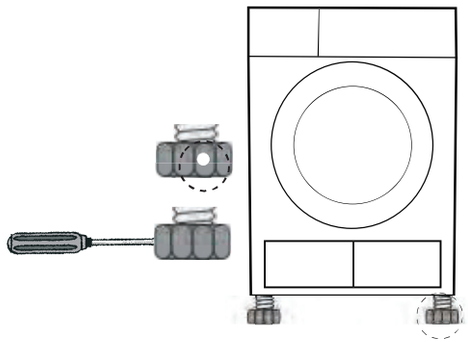

Fig1
- If the floor is obviously uneven, it needs to be adjusted. It vibrates the machine, causing machine to move from its position. Using tools to adjust the height of four machine legs to adjust the levelness of this dryer. **(Fig1)**